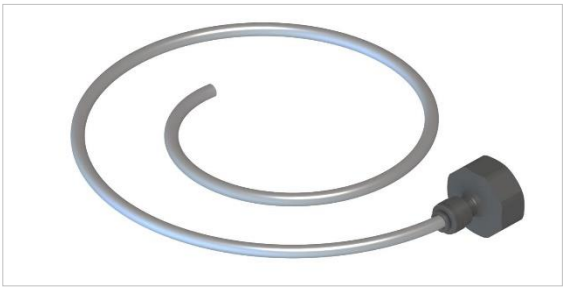

Afbeelding 7.4.5.1.1: Spoelset voor de aansluiting aan de waterkraan (3/4“)
Gebruik de spoelset (afbeelding 7.4.5.1.1) om het drukvat te spoelen (spoelset wordt meegeleverd).
- Leg de meegeleverde spoelset (afbeelding 7.4.5.1.1) en onderhoudsslang klaar.